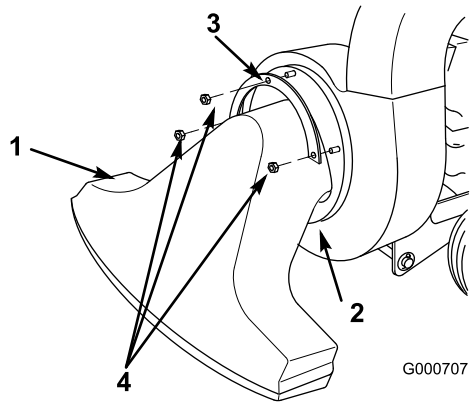

Bild 20
2. Entfernen Sie die Sicherungsmuttern, Scheiben und Halterungsbundschrauben, mit denen die Saug-/Blasdüse befestigt ist. Nehmen Sie die Düse ab (Bild 20).